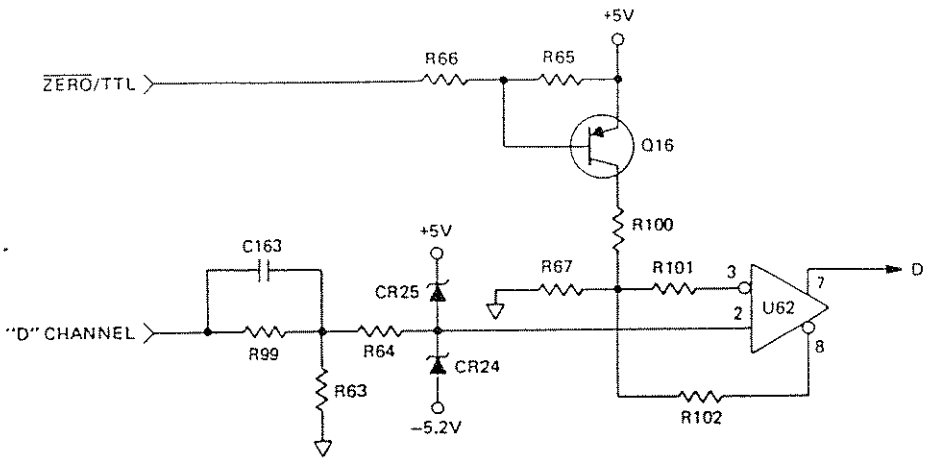

Figure 5.20 - Simplified Block Diagram for Channel D
5.3.11.1 Refer to Figure 5.20. Channel D conditioning circuitry provides input signal limiting/buffering with threshold selection of 0V or 1.25V for AC or TTL channel D input compatibility. Resistors R63 and R99 form a 4:5 DC divider with C163 allowing fast edges to pass through to U62. CR24 and CR25 act as clamps, limiting signal swing from -2.5V to +2.3V.